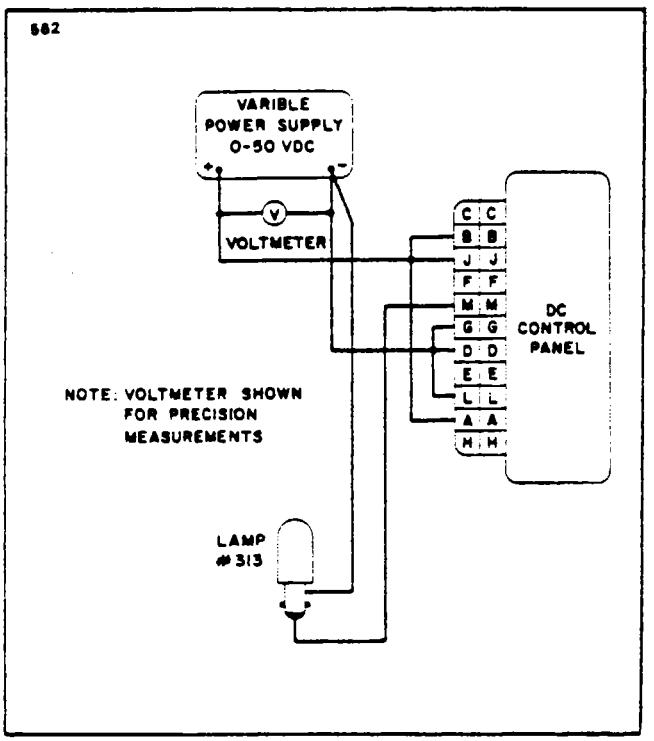

Figure 11-14 Wiring Diagram. Pre-closed Loop Test
a. Pre-Closed Loop Test: (See Figure 11-14.)